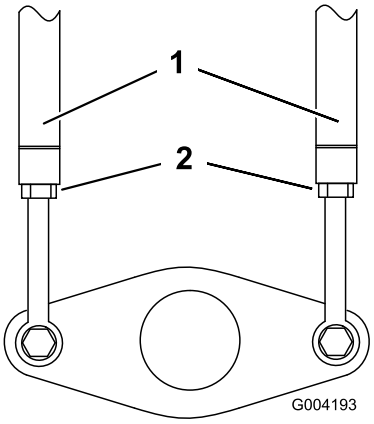

Figuur 53
3. Draai de contramoeren op de tractiestangen onder het bedieningspaneel los (Figuur 53).